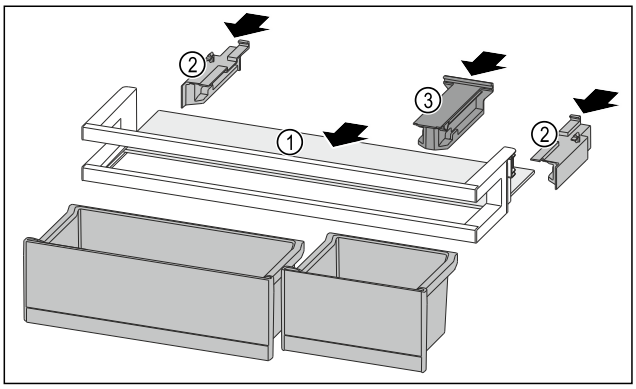

Fig. 216
▶ Insérer la tablette de rangement *Fig. 216 (1)* dans les évidements latéraux.
▶ Installer les parties latérales *Fig. 216 (2)*.
▶ Installer la pièce de retenue *Fig. 216 (3)*.